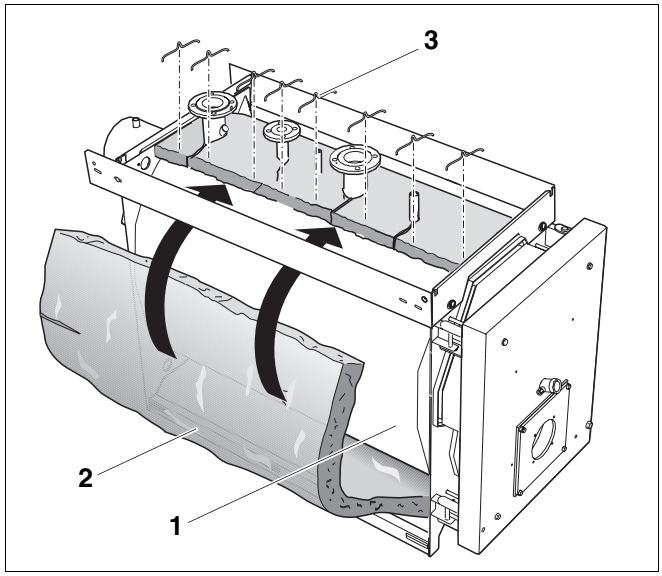

Рис. 19 Установка теплоизоляции корпуса котла, состоящей из одного элемента
На котлах Logano S635 мощностью от 230 кВт до 420 кВт теплоизоляция корпуса состоит из одного элемента (рис. 19).
- Протянуть теплоизоляцию (рис. 19, **поз. 2**) под корпусом котла (рис. 19, **поз. 1**).
- Наложить теплоизоляцию (рис. 19, **поз. 2**) на корпус котла (рис. 19, **поз. 1**).
- При необходимости можно прорезать шлицы на теплоизоляции (рис. 19, **поз. 2**).
- Теплоизоляцию корпуса котла (рис. 19, **поз. 2**) закрепить скобами (рис. 19, **поз. 3**), как показано на рис. 19.